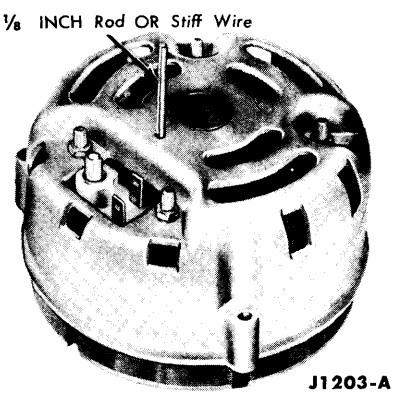

FIG. 42—Retracting Alternator Brushes
1. Mark both end housings with a scribe mark for assembly. Reach through a ventilation slot, raise both brushes off the slip rings, and install a short length of 1/8-inch rod or stiff wire through the hole in the rear end housing, to hold the brushes off the slip rings (Fig. 42).